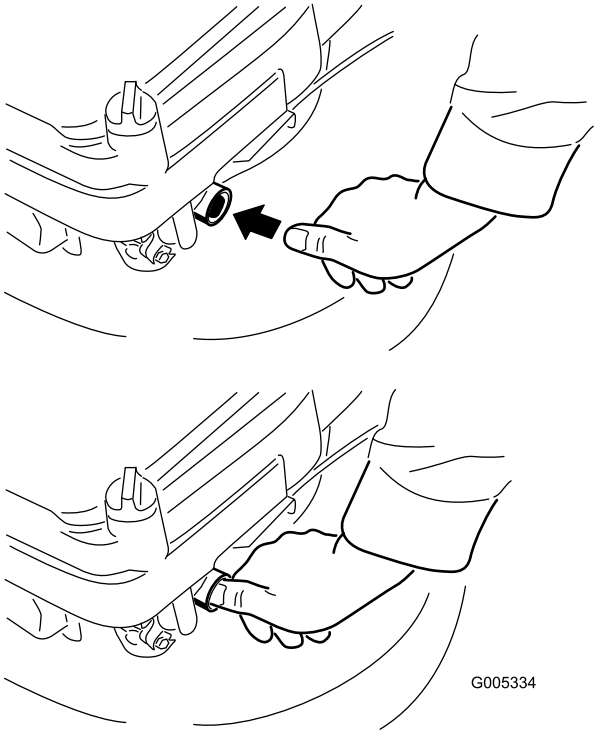

Figuur 12
2. Druk met uw duim de hulpstarter krachtig in (Figuur 12).